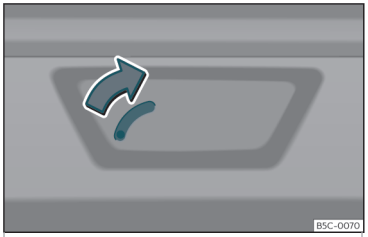

Fig. 81 Detail of the luggage compartment: emergency unlocking
- Insert the key blade into the slot and move the key in the direction of the arrow until the lock unlocks››› **Fig. 81**.